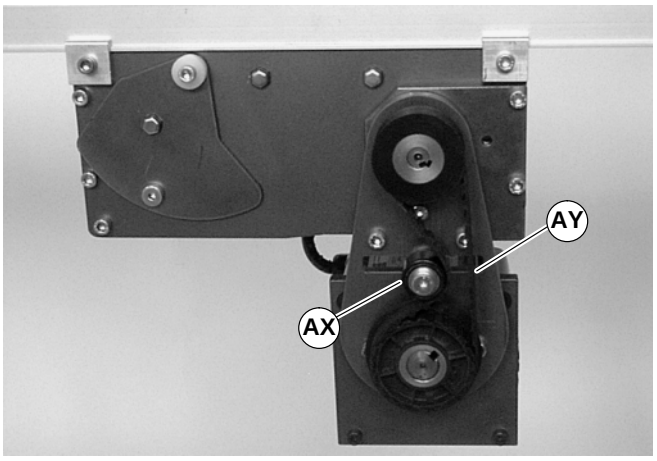

Abbildung 18
6. Zahnriemenspanner lösen (AX siehe Abbildung 18), dann Zahnriemen abnehmen (AY).